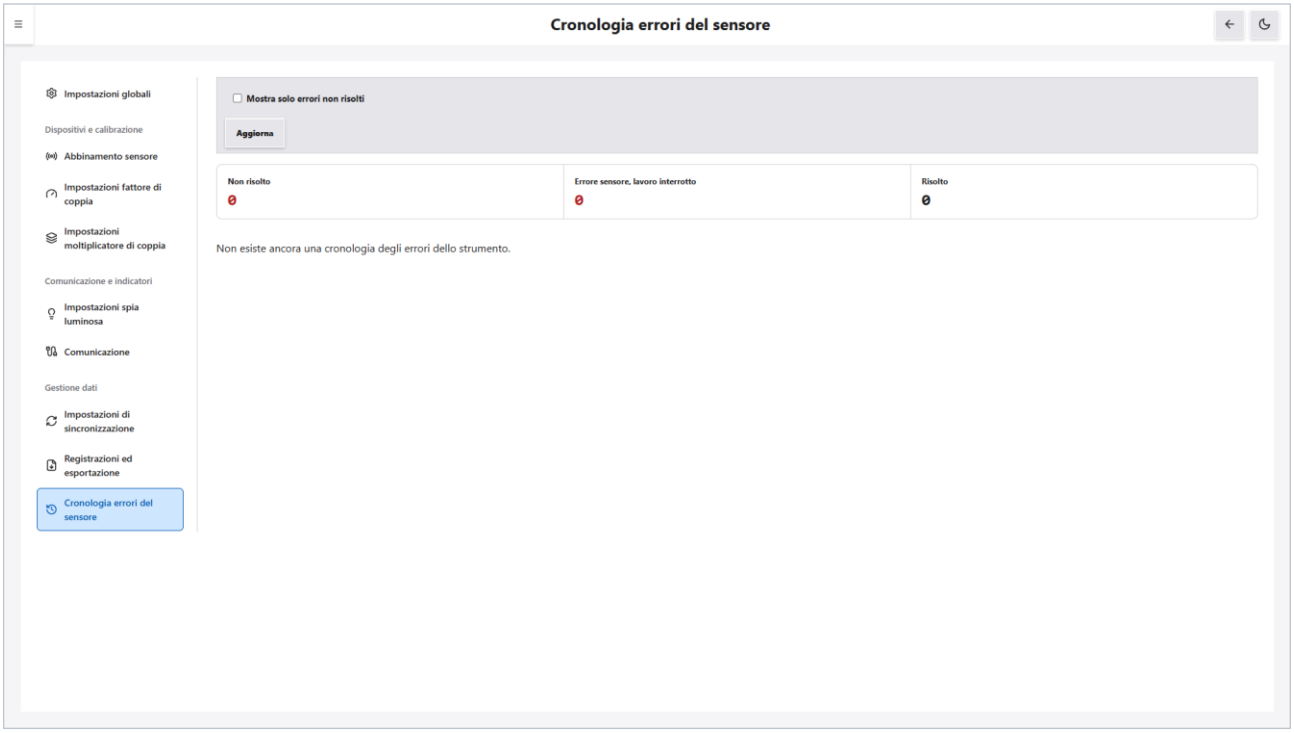

Figura 12-11 Cronologia errori del sensore: nessun evento
La Figura 12-11 mostra lo stato senza alcun evento di errore: le tre statistiche sono 0 e sotto compare «Non esiste ancora una cronologia degli errori dello strumento.»
1. Aprire «Cronologia errori del sensore». Lo schermo mostra la barra delle statistiche e l'elenco degli eventi (se non ci sono eventi, come nella Figura 12-11).